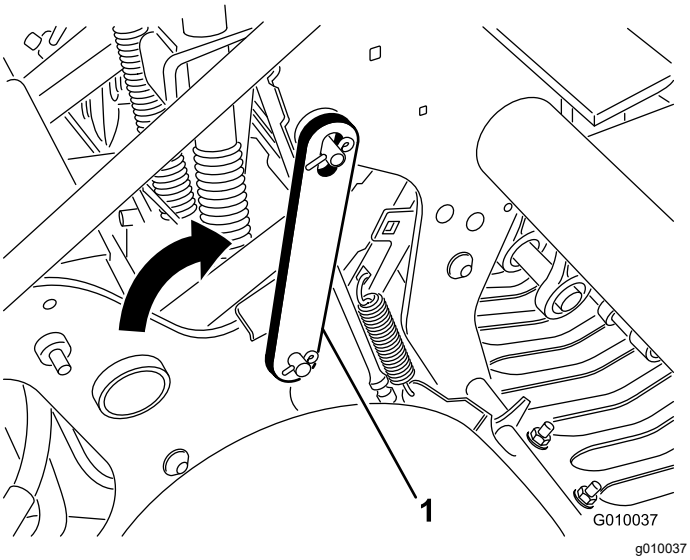

Figur 19
4. Drej servicelåsen bagud, og sæt den fast på kernehovedstiften (Figur 19). Fastgør låsen med klemmeringen.